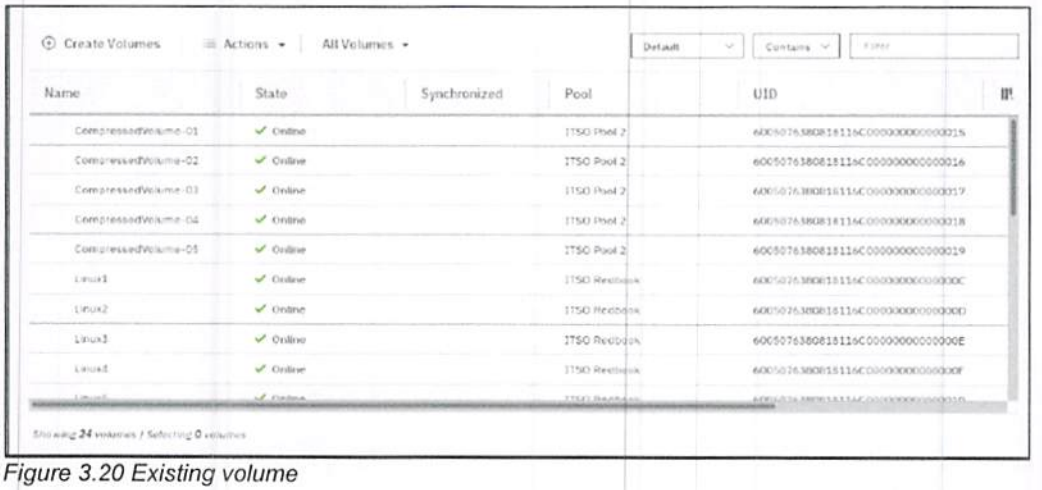

Figure 3.20 Existing volume
2. Click **Volumes** in the submenu option. Then, in the pane on the right, you see a list of available volumes, as shown in Figure 3.20.